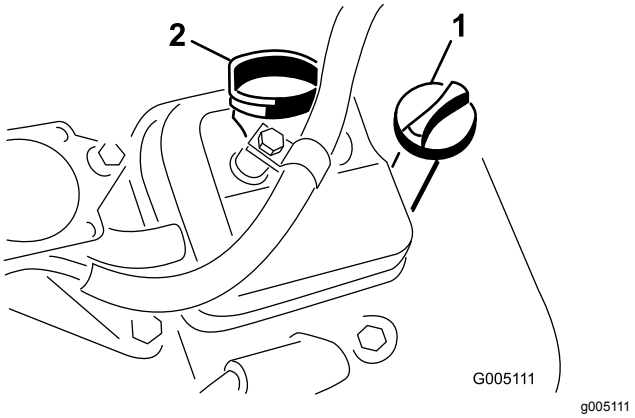

Figur 26
3. Sæt målepinden ned i målepindsrøret, og skru den ind i røret (Figur 26).